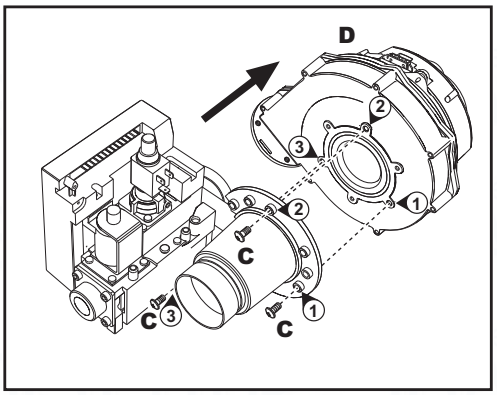

fig. 31 - model ENERGY TOP W 125
6. Undo the screws **"C"** and remove the fan **"D"** (fig. 31 - only model **ENERGY TOP W 125**)